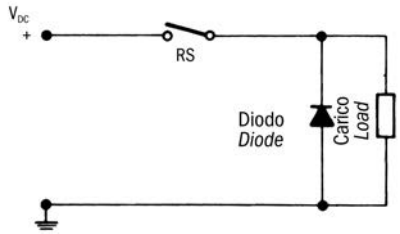
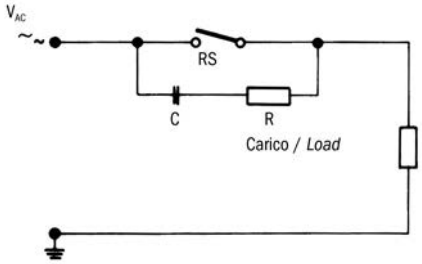

Fig. 1 Protezione con corrente continua per carichi induttivi.
Fig. 2 Protezione con corrente alternata con collegamento RC per carico induttivo.
1) Carichi induttivi In presenza di circuiti alimentati con corrente continua, la protezione del contatto è relativamente facile. Si deve collegare in parallelo al carico un diodo semiconduttore come indicato nella fig. 1 (vedi pagina seguente). Le polarità devono essere collegate in modo che il diodo si blocchi con il normale voltaggio di esercizio e sempre in corto circuito nel caso di inversione delle polarità. Quando si commutano dei carichi induttivi alimentati con corrente alternata non si può utilizzare un diodo, bisogna usare un dispositivo di soppressione dell'arco. Di solito si tratta di un collegamento RC parallelo al commutatore e quindi in serie con il carico, come da fig. 2 (vedi pagina seguente). La dimensione del soppressore di arco può essere determinata dal monogramma di fig. 3 (vedi pagina seguente).